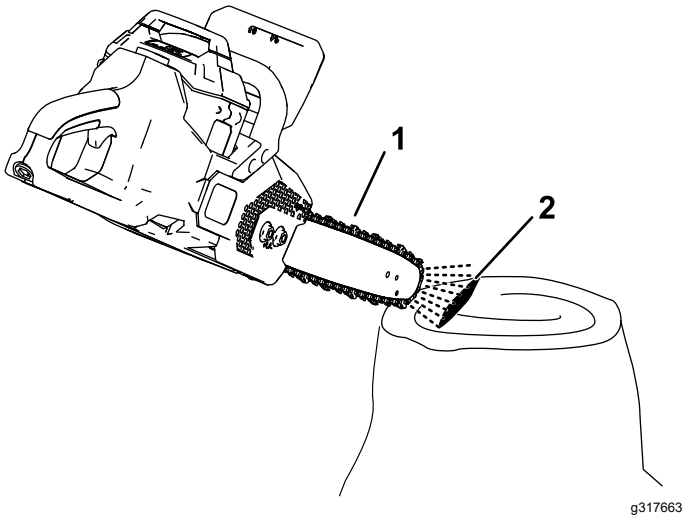

Figur 26
2. For at sikre at olien flyder ud til kæden, skal du placere kædesavens spids et par centimeter fra en overflade (f.eks. papir, pap, en stub) og tænde for saven. Du bør kunne se lette oliestænk på overfladen (Figur 26).